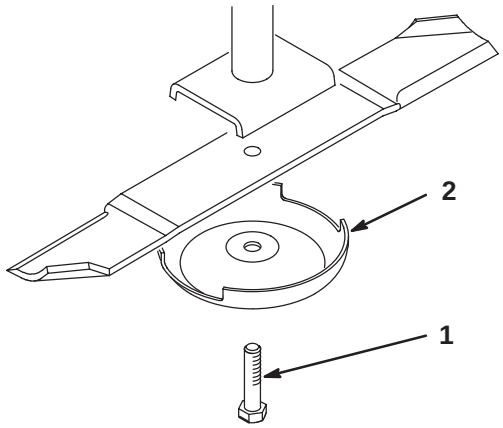

Figure 28
2. Grasp the end of the blade using a rag or thickly padded glove. Remove the blade bolt, anti-scalp cup, and blade from the spindle shaft (Fig. 28).